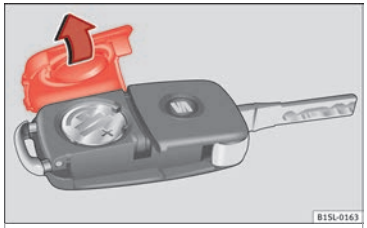

Fig. 99 Vehicle key: battery compartment cover
- Remove the cover from the back of the vehicle key ››› Fig. 99 in the direction of the arrow ››› ❗.
- Fit the battery compartment cover, pressing in the direction of the arrow as shown ››› Fig. 99 until it clicks into place.